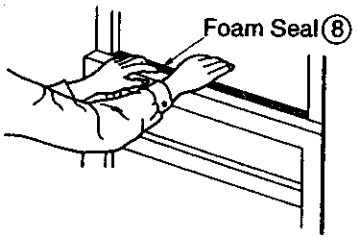

Figure 94
16. Cut the foam seal ⑧ to the proper length and insert between the upper window sash and the lower window sash. (See Figure 94)